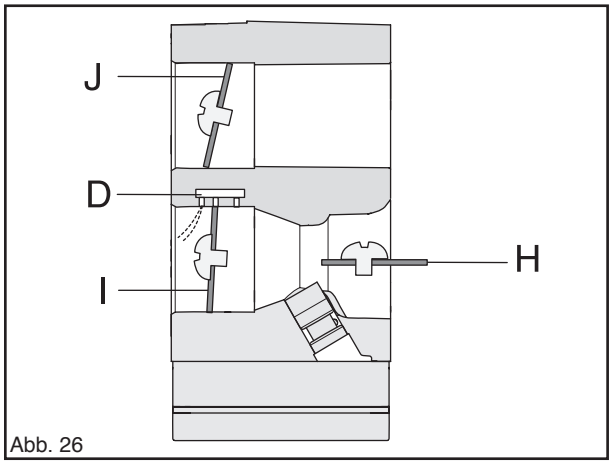

Abb. 26
Luft wird durch eine Öffnung in der Gasklappe angesaugt und über den Verteiler (D) wird eine geringe Kraftstoffmenge zugeführt. (Siehe Abb. 26.)